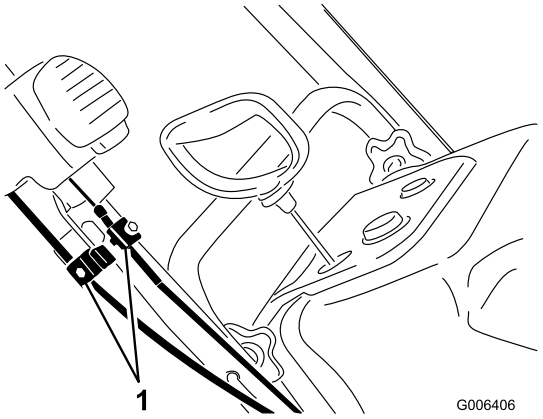

Рисунок 38
1. Отпустите затяжку двух зажимов троса устройства управления Quick Shoot (Рисунок 38).